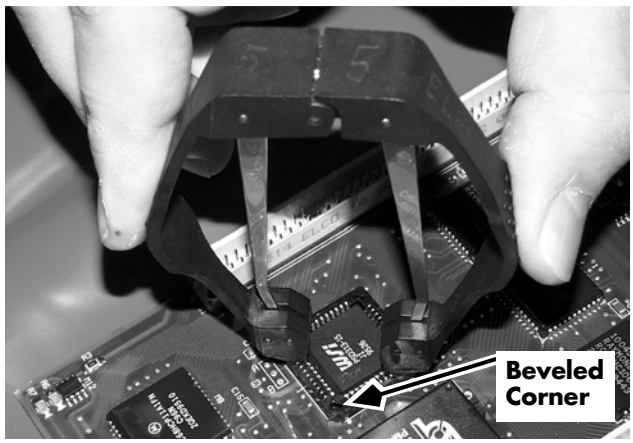

Figure 7-97: Firmware Chip Removal
3. Insert the prongs of the extraction tool into the holes identified in the previous step. Hold the tool perpendicular (straight up) to the socket. See Figure 7-97.